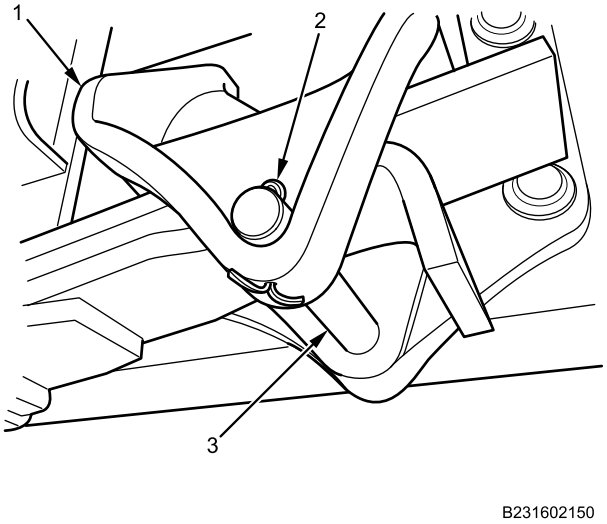

Figure 15. Rear Spring Rear Bracket Rebound Pin.
22. Apply corrosion preventive compound to rear spring rear bracket rebound pin (Figure 15, Item 3) and new cotter pin (Figure 15, Item 2).
23. Install rear spring rear bracket rebound pin (Figure 15, Item 3) on rear spring rear bracket (Figure 15, Item 1).
24. Install cotter pin (Figure 15, Item 2) on rear spring rear bracket rebound pin (Figure 15, Item 3).